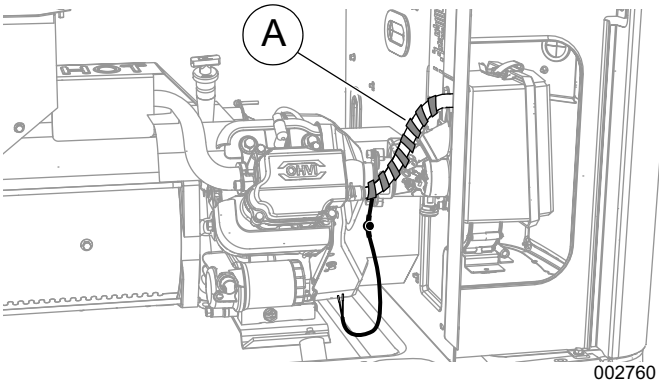

Figure 3. Wrapping the Breather Hose (9 kW)
1. See *Figure 3*. Wrap the breather heater (A) around the breather hose, evenly spaced as shown, with the lead wires at the bottom. Once installed, wrap the breather heater and hose with silicone tape (provided) to secure heater.